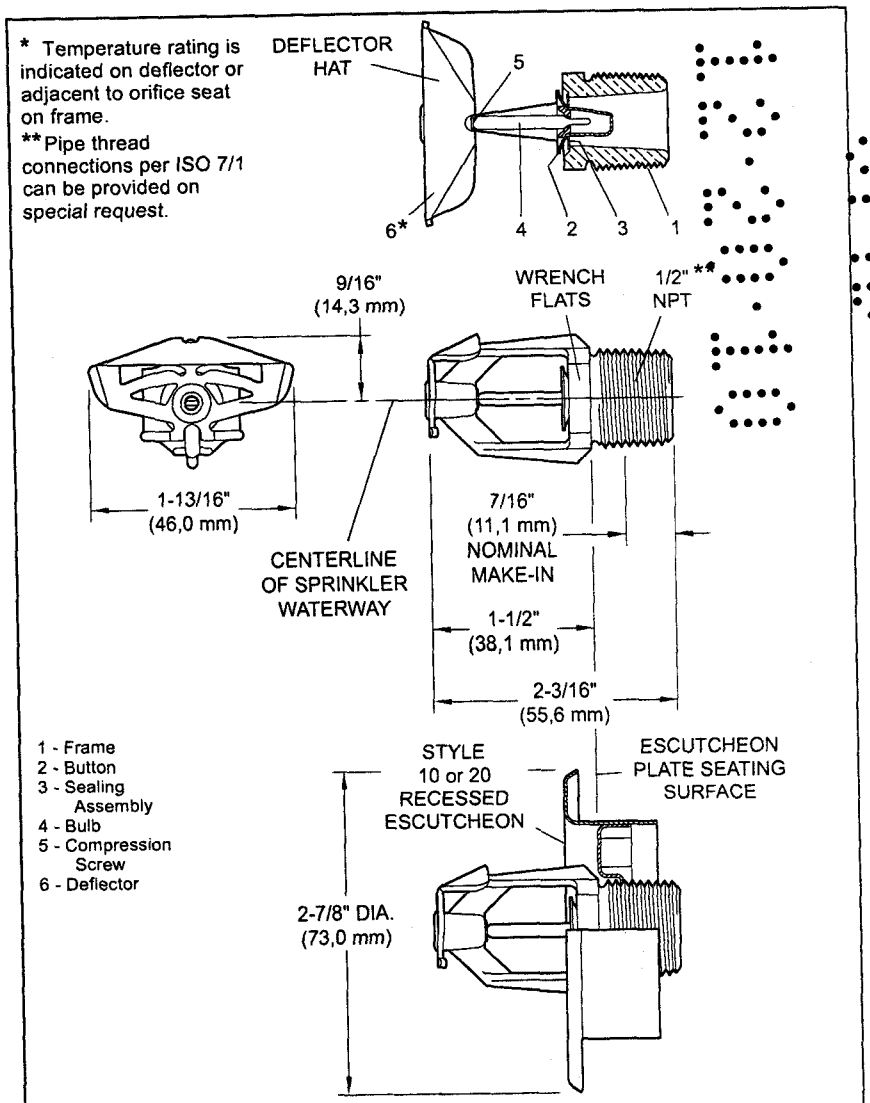
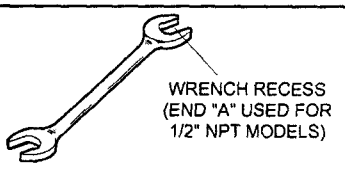
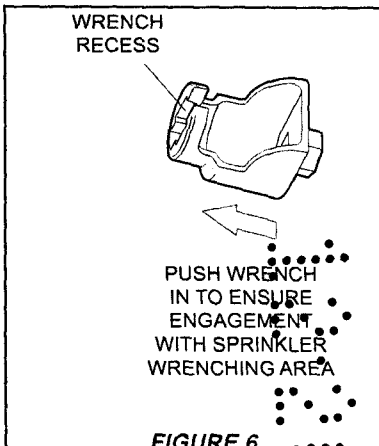

FIGURE 1
FIGURE 5
FIGURE 6
Step 3. Tighten the sprinkler into the sprinkler fitting using only the W-Type 6 Sprinkler Wrench (Ref. Figure 5), With reference to Figure 1 or 2, the W-Type 6 Sprinkler Wrench is to be applied to the wrench flats.
Step C. Tighten the sprinkler into the sprinkler fitting using only the W-Type 7 Recessed Sprinkler Wrench (Ref. Figure 6). With reference to Figure 1, the W-Type 7 Recessed Sprinkler Wrench is to be applied to the sprinkler wrench flats.